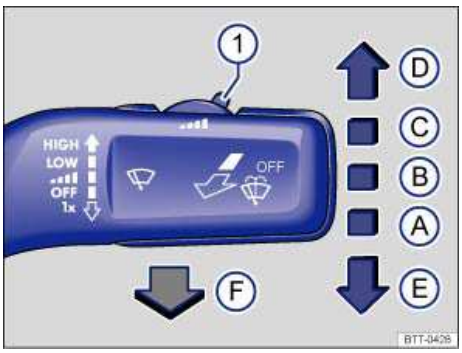

Fig. 85 Operating the front windshield wipers.
- Press the windshield wiper lever down briefly ⇒ fig. 85 (E) when the ignition is off.
Carefully fold the wiper arms back onto the windshield before driving! Switch the ignition on and press the windshield wiper lever down briefly ⇒ fig. 85 (E). The wiper arms move back to their original position.